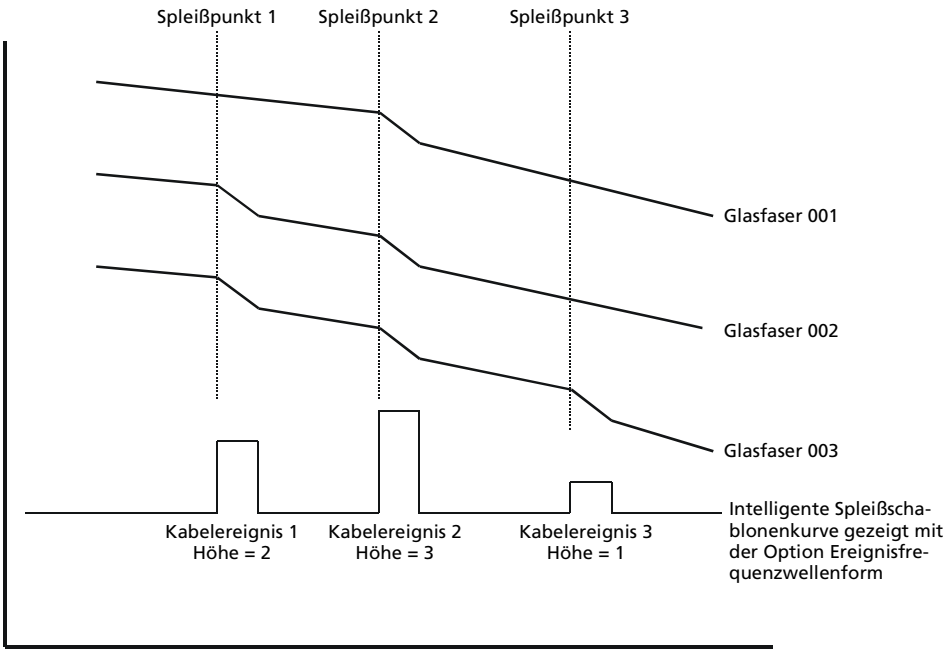

Abbildung 7-1: Intelligente Spleißschablonenkurve
Abbildung 7-1 ist eine graphische Darstellung einer intelligenten Spleißschablonenkurve, die aus den Messkurven von drei (3) Glasfasern innerhalb eines Kabels mit drei (3) Spleißpunkten erzeugt wurde. Die repräsentative Messkurve für Glasfaser001 enthält ein feststellbares Ereignis an Spleißpunkt 2; Glasfaser002 enthält feststellbare Ereignisse an den Spleißpunkten 1 und 2 und Glasfaser003 enthält Ereignisse an allen drei Spleißpunkten. Die sich daraus ergebende intelligente Spleißschablone weist drei Kabelereignisse auf. Es ist zu beachten, dass die Höhe jedes Ereignisses repräsentativ für die Frequenz der Anzahl von Messkurven ist, die über ein feststellbares Ereignis an diesem Standort verfügen.